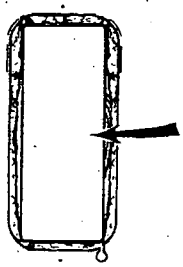

FIGURE 21.
17. Replace the insulation block and pad so that it covers the thermostat and element, see Figure 21.